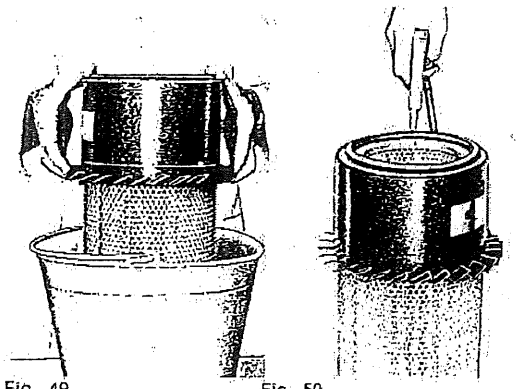

Fig. 49 Fig. 50
- Se la cartuccia è intasata da fuliggine od olio, immergerla in una soluzione di acqua e detergente tipo DONALDSON D 1400 o simile per circa 15 minuti (Fig. 49) ed al termine sciacquarla con acqua pulita.